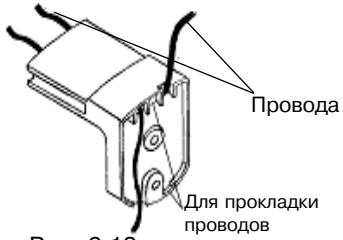

Рис. 6.13
2. Удалите в кронштейне заглушки, которые будут использоваться для прокладки проводов. Провода пропустите через каналы кронштейна и закрепите кронштейн в выбранном месте на стене (рис. 6.13).